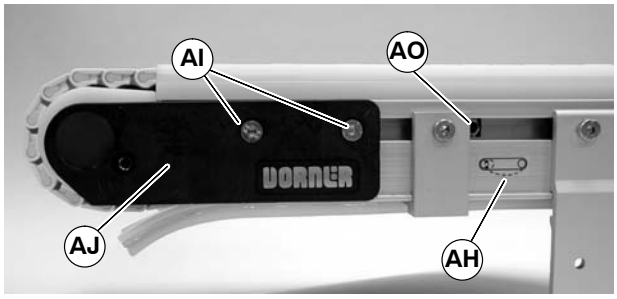

Figure 23
1. On tension end of the conveyor, identified with a label (AH of Figure 23), on both sides of conveyor, loosen fastening screws (AI). Insert 5mm Hex wrench into pinion gear (AO) and rotate to extend head plate assembly(AH).
3. After adjusting proper tensioning, tighten fastening screws (AI of Figure 23) on both sides of conveyor to 60 in-lb (7 N–m).